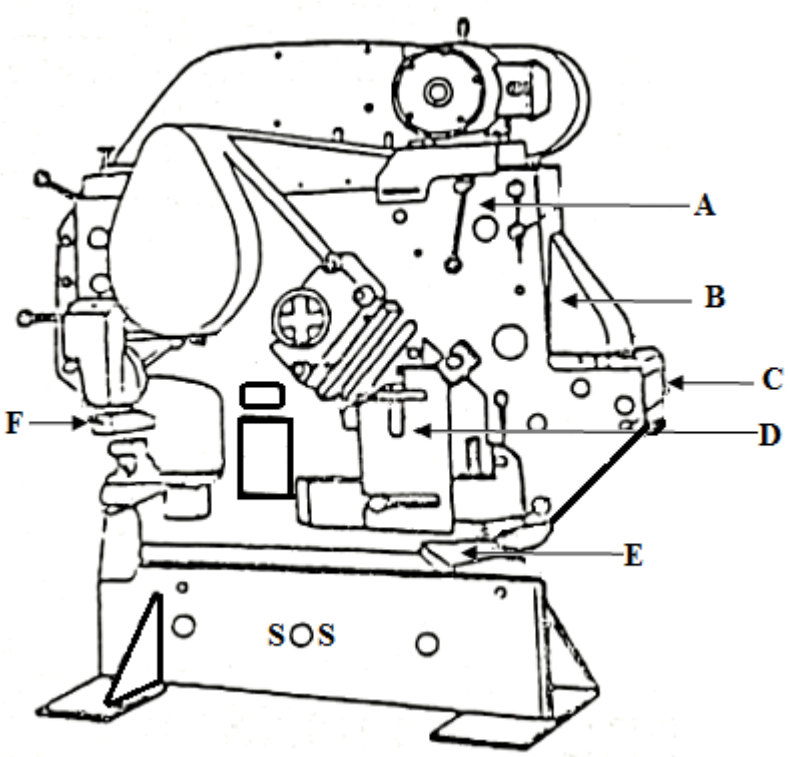

FIGUUR 1
1.1 FIGUUR 1 hier onder is 'n afbeelding van 'n pons-knip-en-afsnymasjien.